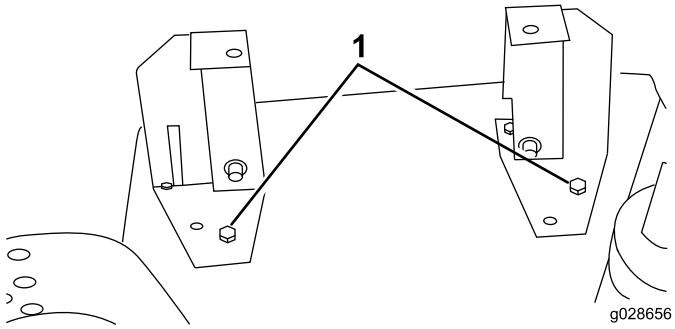

Figure 12
4. Using each bracket as a template, mark the location of the third mounting hole (left rear position) (Figure 12).
7. Drill a 3/8-inch diameter hole for each bracket and secure with a capscrew (5/16 –18 x 3/4-inch) and locknut (Figure 12).